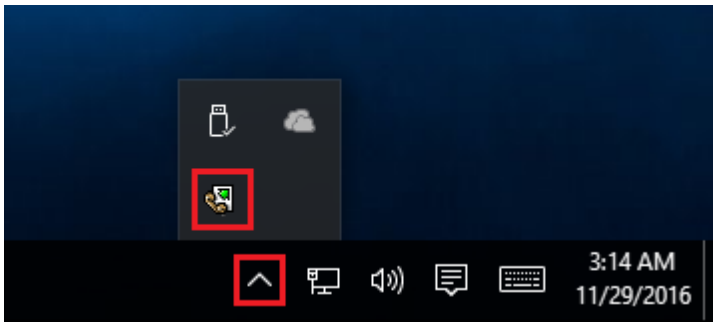

Fig. 6.1.2 Systray - panel near clock
- **Start in minimized state** - at start USB HID Logger will automatically put its icon on panel near clock (SysTray fig. 6.1.2);